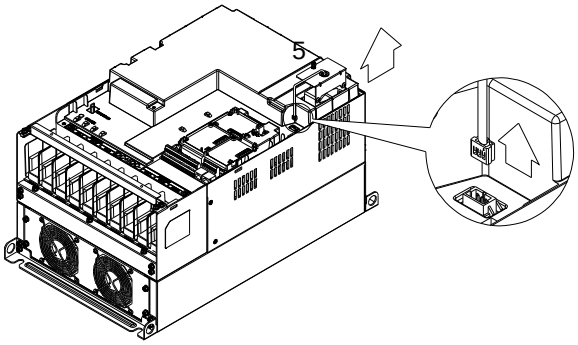

Figura 3
3. (Figura 3) Afloje el tornillo 5 y desconecte la alimentación del ventilador. Par de apriete del tornillo: 10~12kg-cm (8,6~10,4in-lbf).